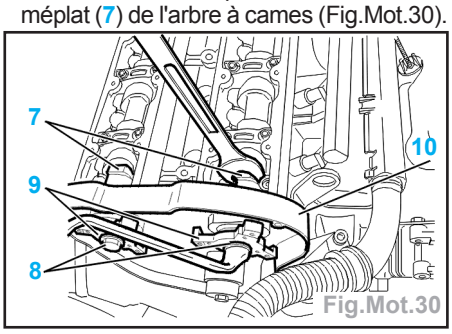

Fig.Mot.30
- le bloc bobine compacté (3),
- le capteur (4),
- les couvre-culasses (5) et (6) (desserrer progressivement et en spirale les vis en commençant par l'extérieur).
- Positionner une clé plate de 24 mm sur le méplat (7) de l'arbre à cames (Fig.Mot.30).